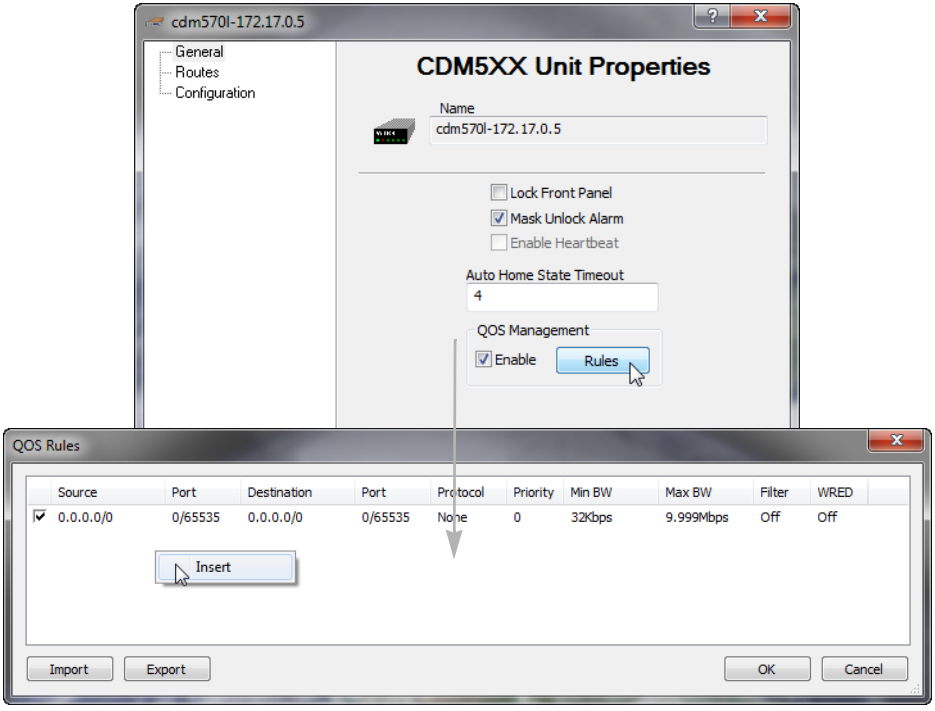

Figure 3-119 QOS Rules Configuration, CDM-570/570L
13. Enable QOS Management by checking the box, then click on the **Rules** button (figure 3-119).